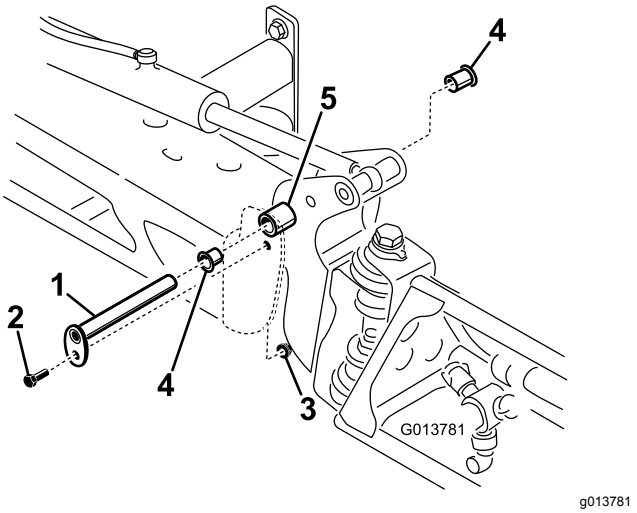

Figura 66
3. Con el peso del brazo apoyado, retire el perno y la tuerca que fijan el pasador de giro al conjunto del brazo (Figura 66) y retire el pasador de giro.
5. Retire los casquillos de nylon desde delante y desde detrás del soporte del pivote e inspecciónelos (Figura 66).
7. Instale el conjunto de brazo y soporte del pivote en el bastidor central, alineando los orificios (Figura 66).